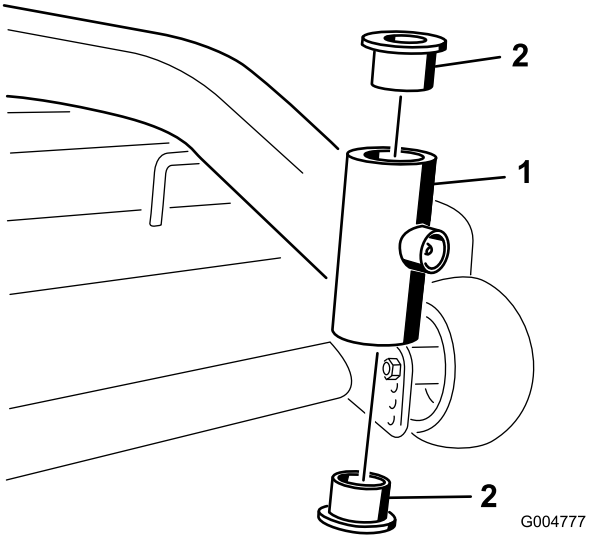

Figur 38
4. Skjut in ett pinndorn i monteringsröret och skjut försiktigt ut bussningarna (Figur 38). Rengör monteringsrörets insida.